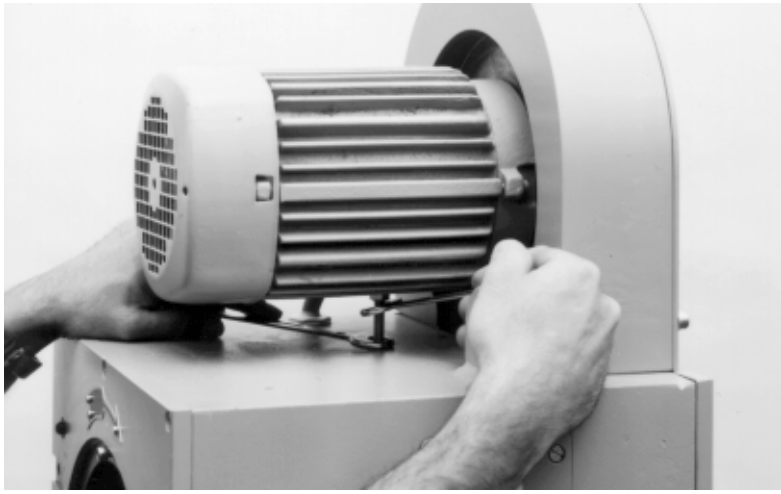

Fig. 5.13 Setting the belt tension, setscrew and locknut
- Loosen the hexagon screw M8 x 25 DIN 933 and lock M8 DIN 934 (ref. to Fig. 5.13), lower the motor.